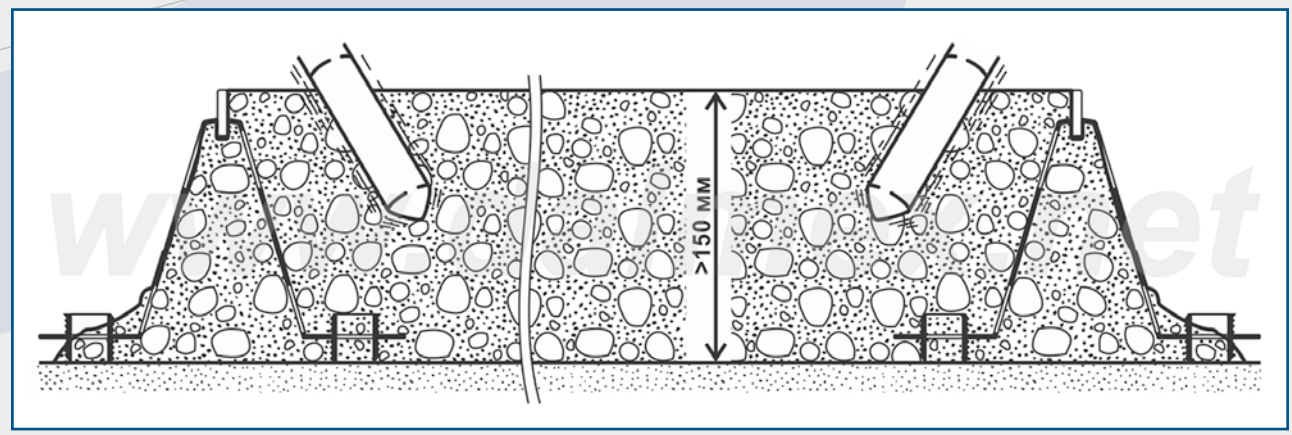

рис. 14
5.3.2. Но при толщинах свыше 150 мм совместно с правилом или виброрейкой обязательно использовать погружные вибраторы (см. рис.14).